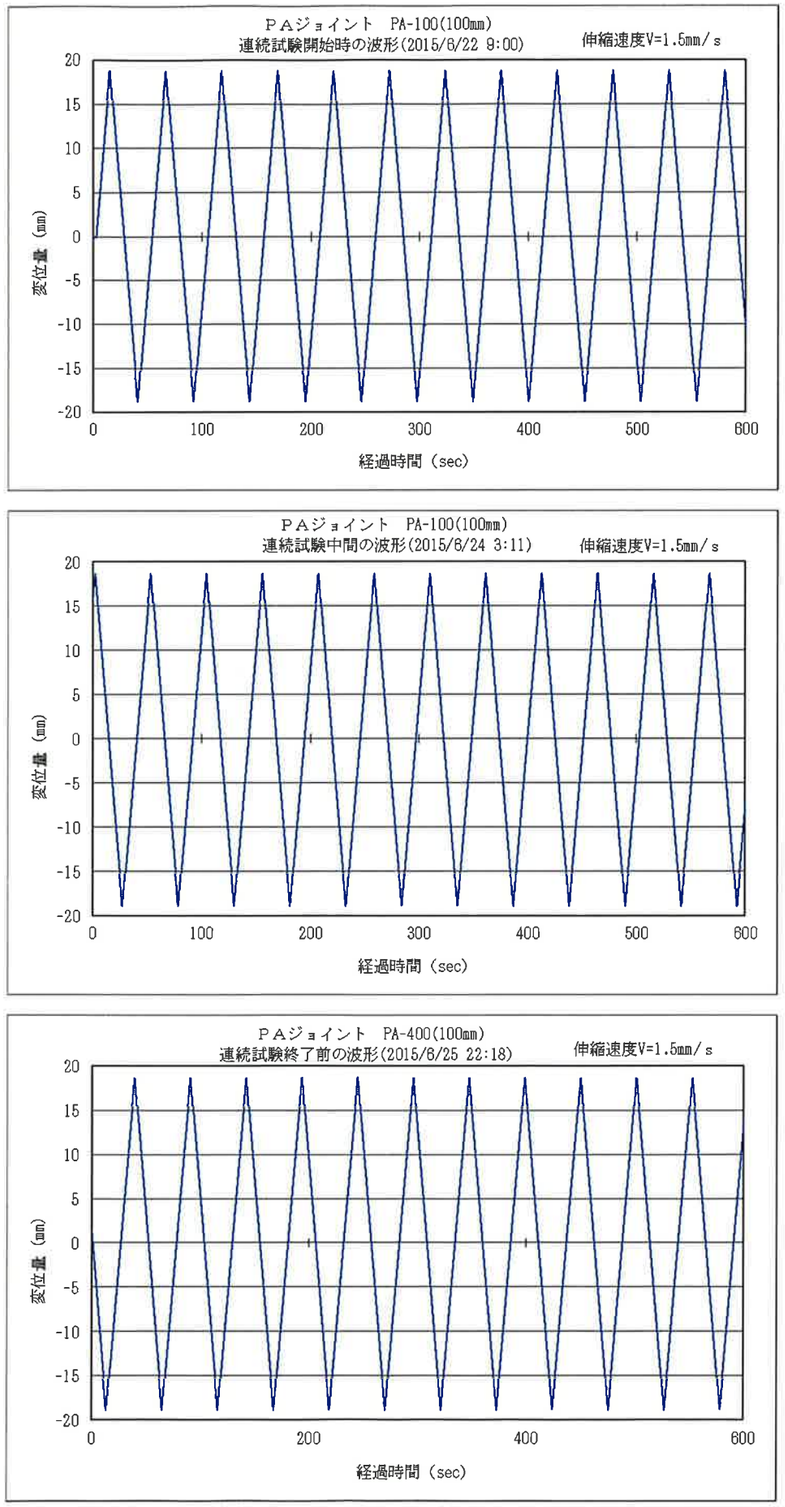
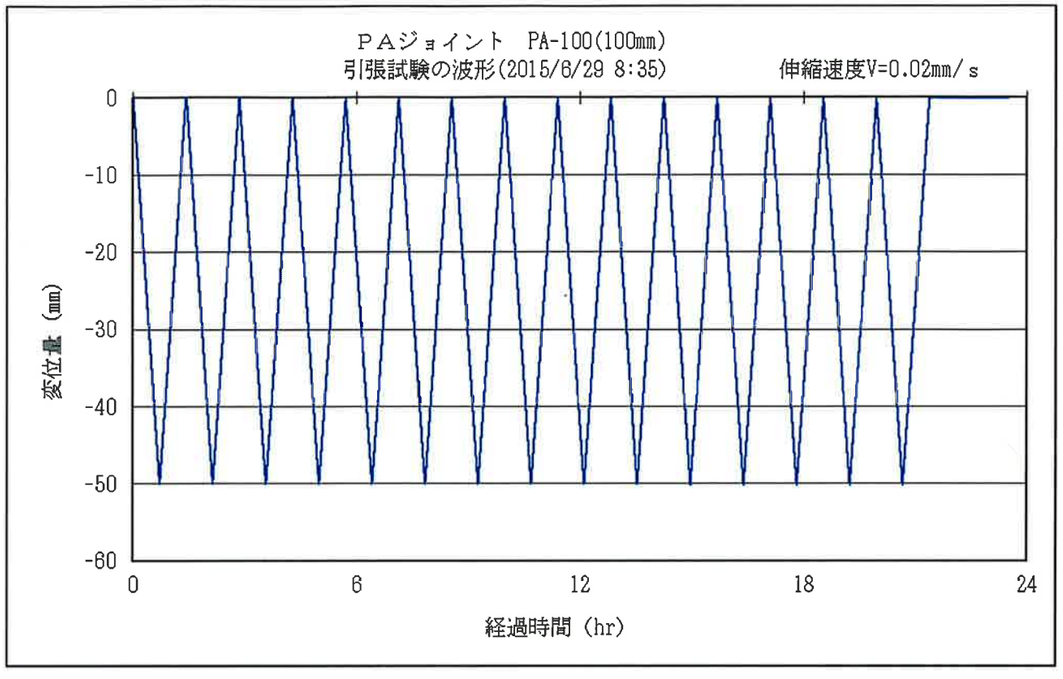
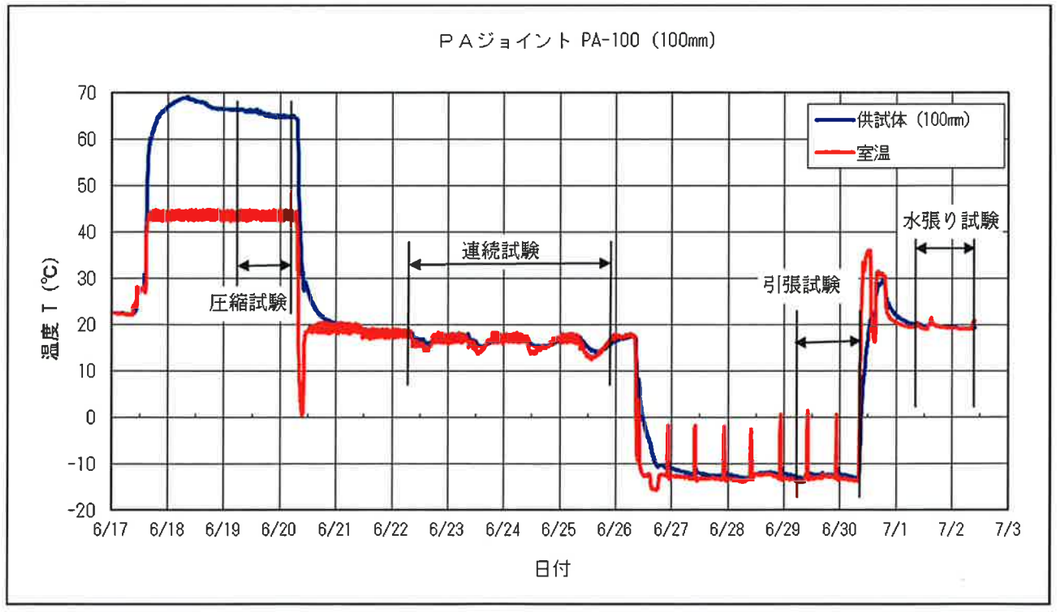

図２　連続試験時の時間－変位の履歴曲線
図３　引張試験時の時間ー変位の履歴曲線
図４　試験時の温度履歴曲線
引張試験	図３参照（温度履歴は図４参照）。
①供試体寸法（㎜）	幅：750 ㎜　長さ：400 ㎜　高さ：60 ㎜
②時間－変位の履歴曲線	図２参照（温度履歴は図４参照）。
③目視による変状の有無	有　(無)	（状況）異常なし
④漏水の有無	有　無	（状況）異常なしのため、簡易水張り未実施。